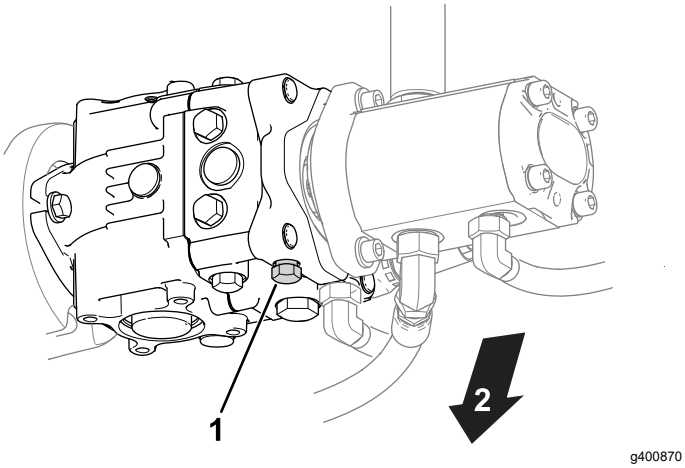

Figur 24
1. Lokalisera förbikopplingsventilen på pumpen (Figur 24).